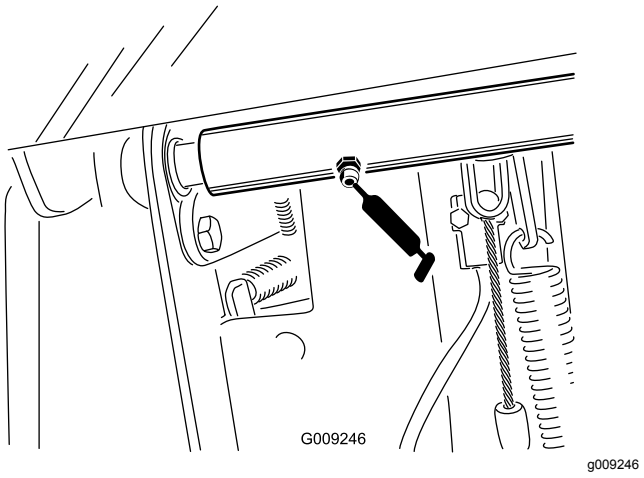

Figuur 60
- Scharnieraslagers van rempedaal (2) (Figuur 60)